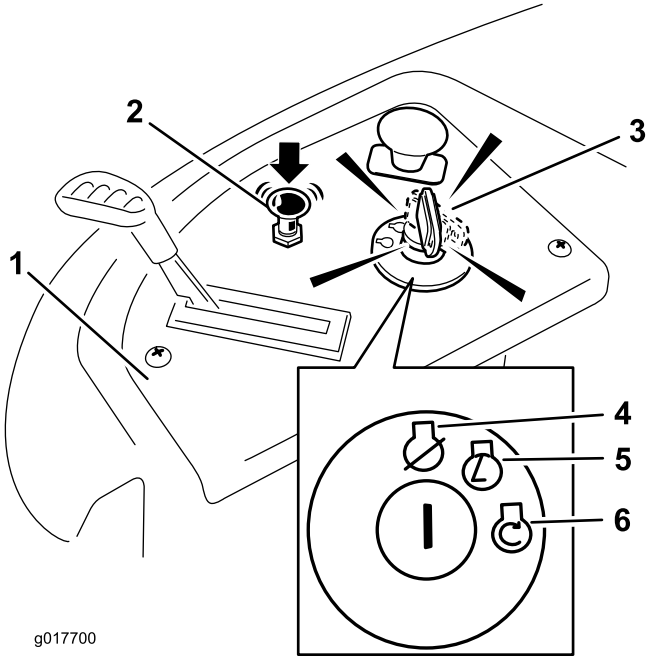

Figure 15
5. Turn the ignition key to Start to energize the starter (Figure 15).
6. After the engine starts, push down on the Choke control (Figure 15).
4. Turn the ignition key to Off (Figure 15) and remove the key.